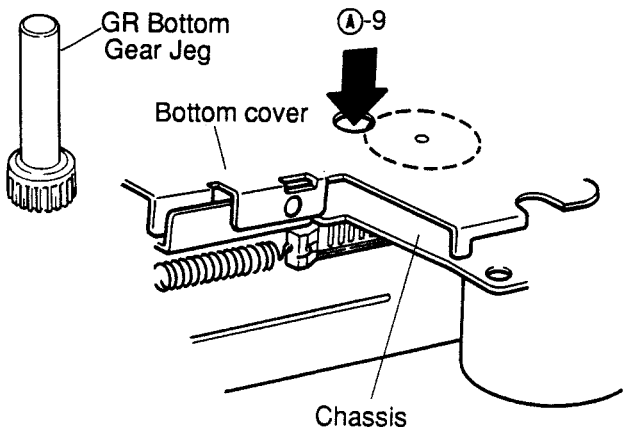

Figure 4
(12) Since the hooks marked Ⓐ-8 will be lifted slightly as shown in Figure 4, insert the jig through the hole Ⓐ-9, and fix it turning the jig slightly.
(Refer to Figure 4 and 5.)
Instead of operation (14), the eject operation can be performed by mounting the mechanism to the product. (Refer to Figures 4 and 5.)